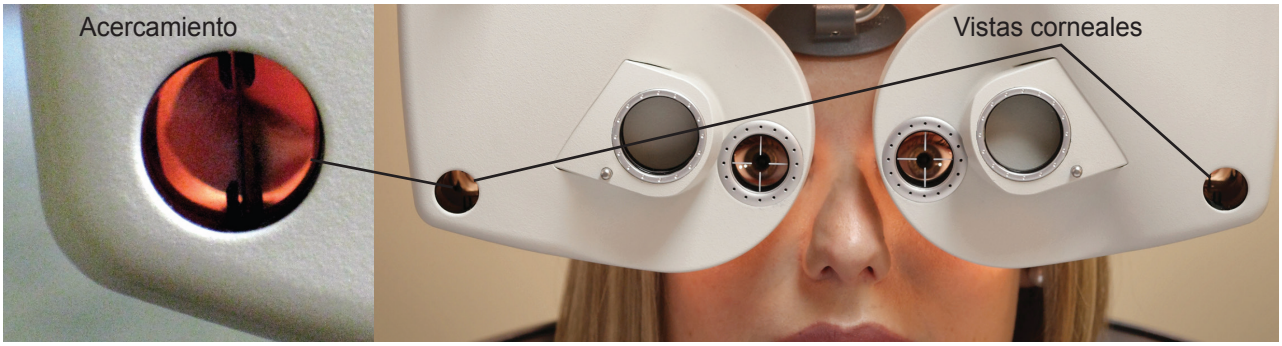

Figura IU-05, Vistas corneales
1. Mire las ventanas de la distancia al vértice corneal y alinee las córneas haciendo girar la perilla del apoyo de la frente, de modo que la línea objetivo y la marca objetivo se superpongan. (Mire la Figura IU-05).